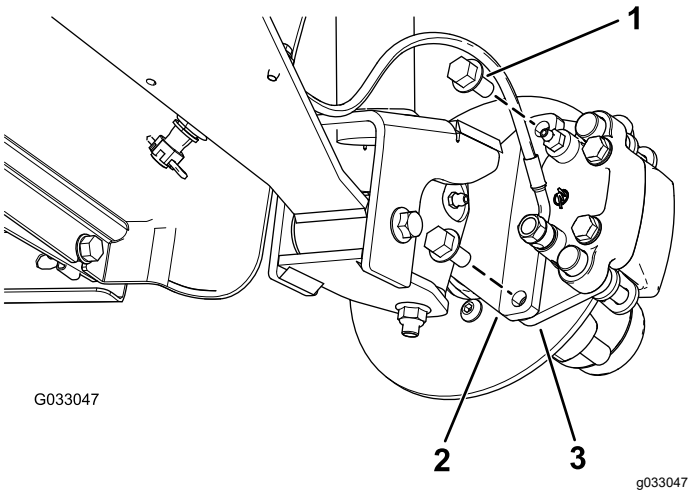
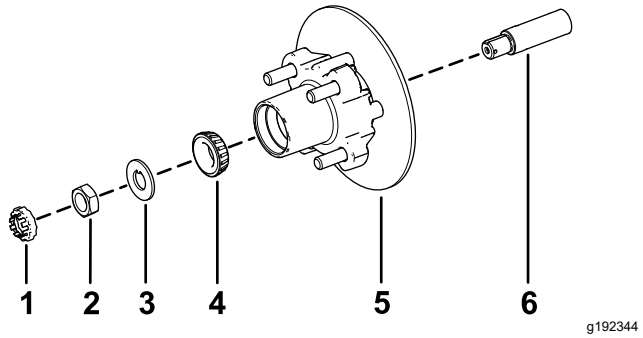

Figuur 32
Figuur 36
3. Verwijder de flenskopbouten (⅜" x ¾") waarmee de beugel voor de rem is bevestigd aan de as en verwijder de rem van de as (Figuur 32).
1. Breng een laagje van het aanbevolen smeermiddel aan op de as (Figuur 36).
2. Monteer de naaf en de rotor op de as met de rotor aan de binnenkant (Figuur 36).
3. Monteer het buitenste lager op de as en plaats het lager in de buitenste loopring (Figuur 36).
4. Monteer het borgplaatje op de as (Figuur 36).
5. Draai de asmoer op de as en zet de moer vast met een torsie van 15 N·m terwijl u de naaf draait om het lager te plaatsen (Figuur 36).
2. Lijn de remblokken aan beide zijden van de rotor (Figuur 32) en de openingen in de beugel van de remklauw uit met de openingen in de rembevestiging van het asframe (Figuur 36).
3. Bevestig de beugel van de remklauw aan het asframe (Figuur 32) met de 2 flenskopbouten (⅜" x ¾").